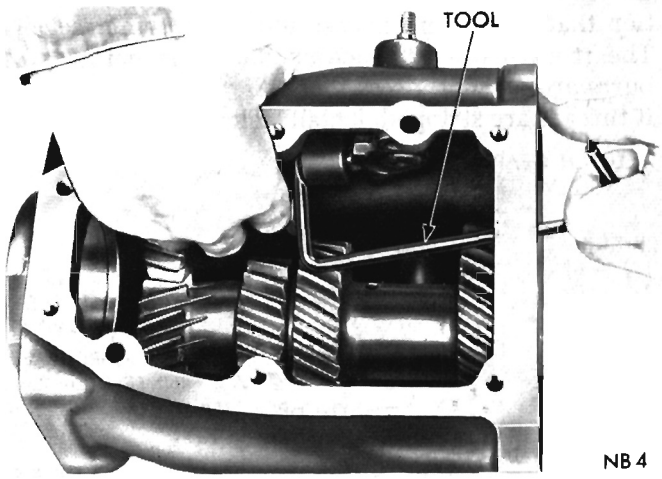

Fig. 31—Installing Detent Balls
(1) Place new shift lever shaft seals in their bores in the case. Using Tool C-3766, drive seals into case, until tool bottoms.
(2) Install seal protector, Tool C-3767 on end of low and reverse lever shaft, then slide shaft into rear boss of case and through the seal. Lock in position with tapered pin. Turn lever until center detent is in line with interlock bore.
(3) Slide interlock sleeve in its bore in case followed by one of the interlock balls. Install interlock spring and pin.
(4) Place remaining interlock ball on top of interlock spring, using Tool C-3765 (Fig. 31). (A good method of installing second ball is to stick ball in the tool recess by means of lubricant, then use tool to position ball on the detent spring.)